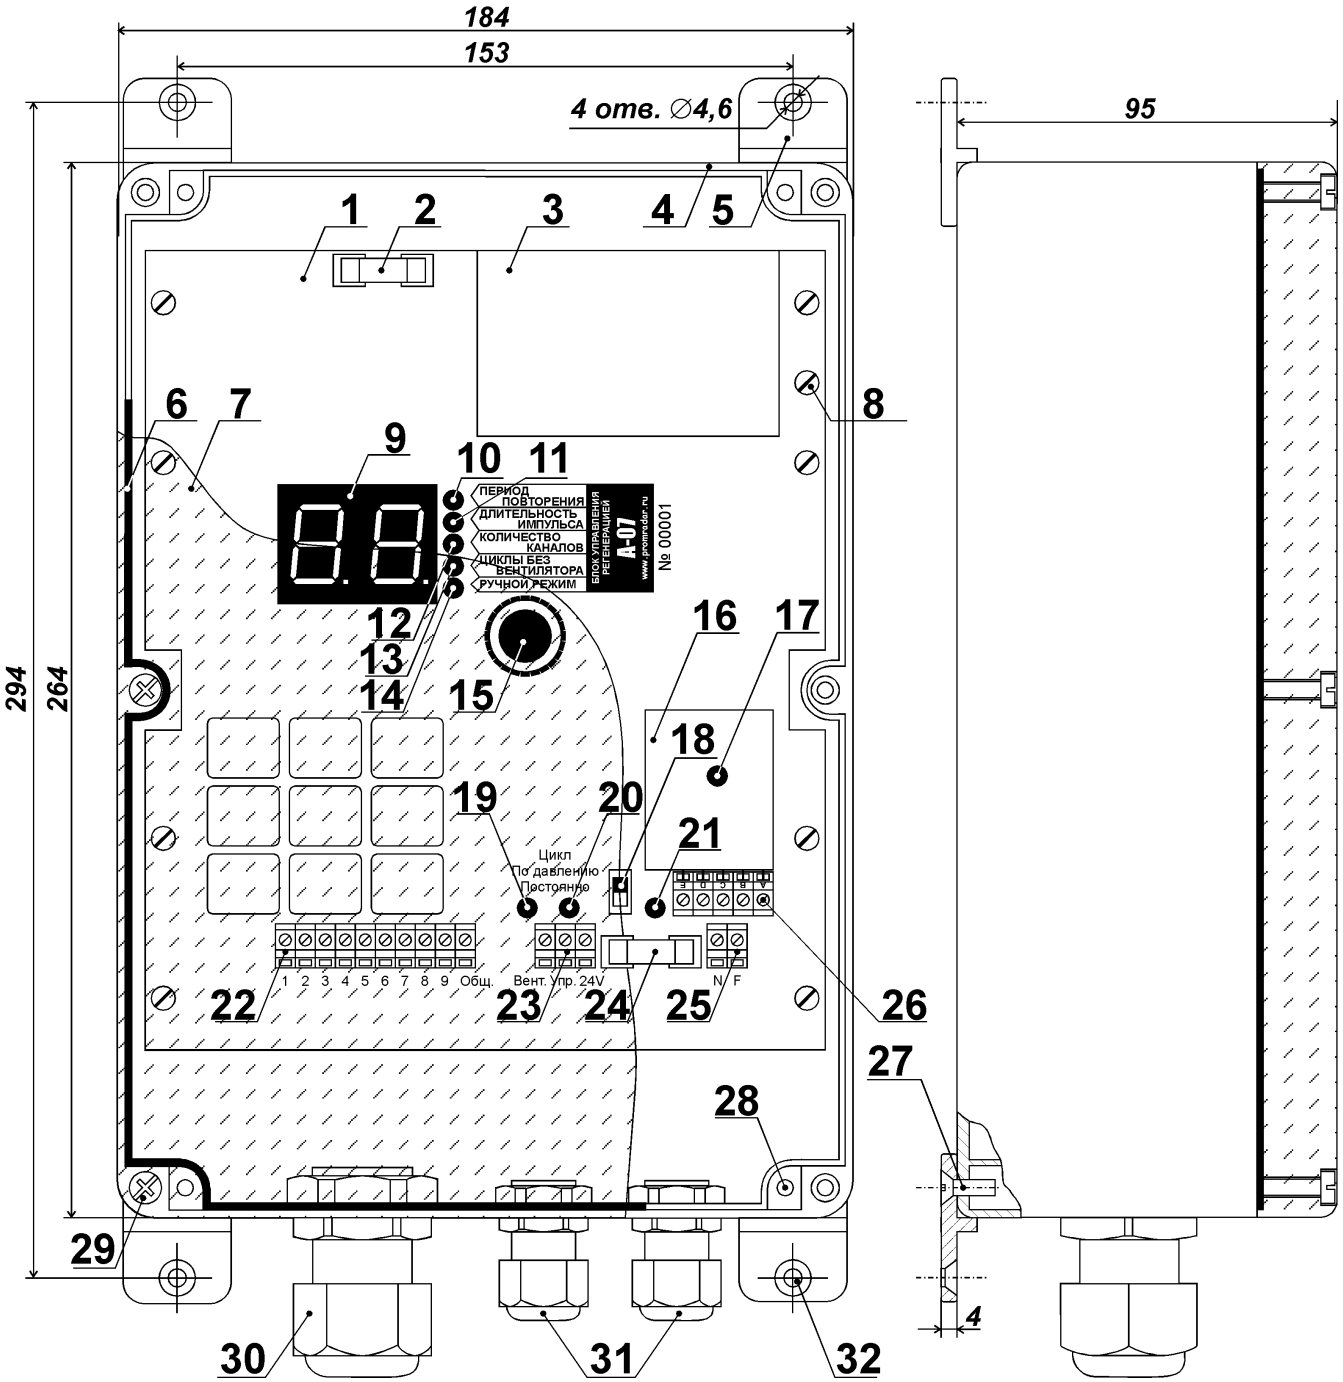
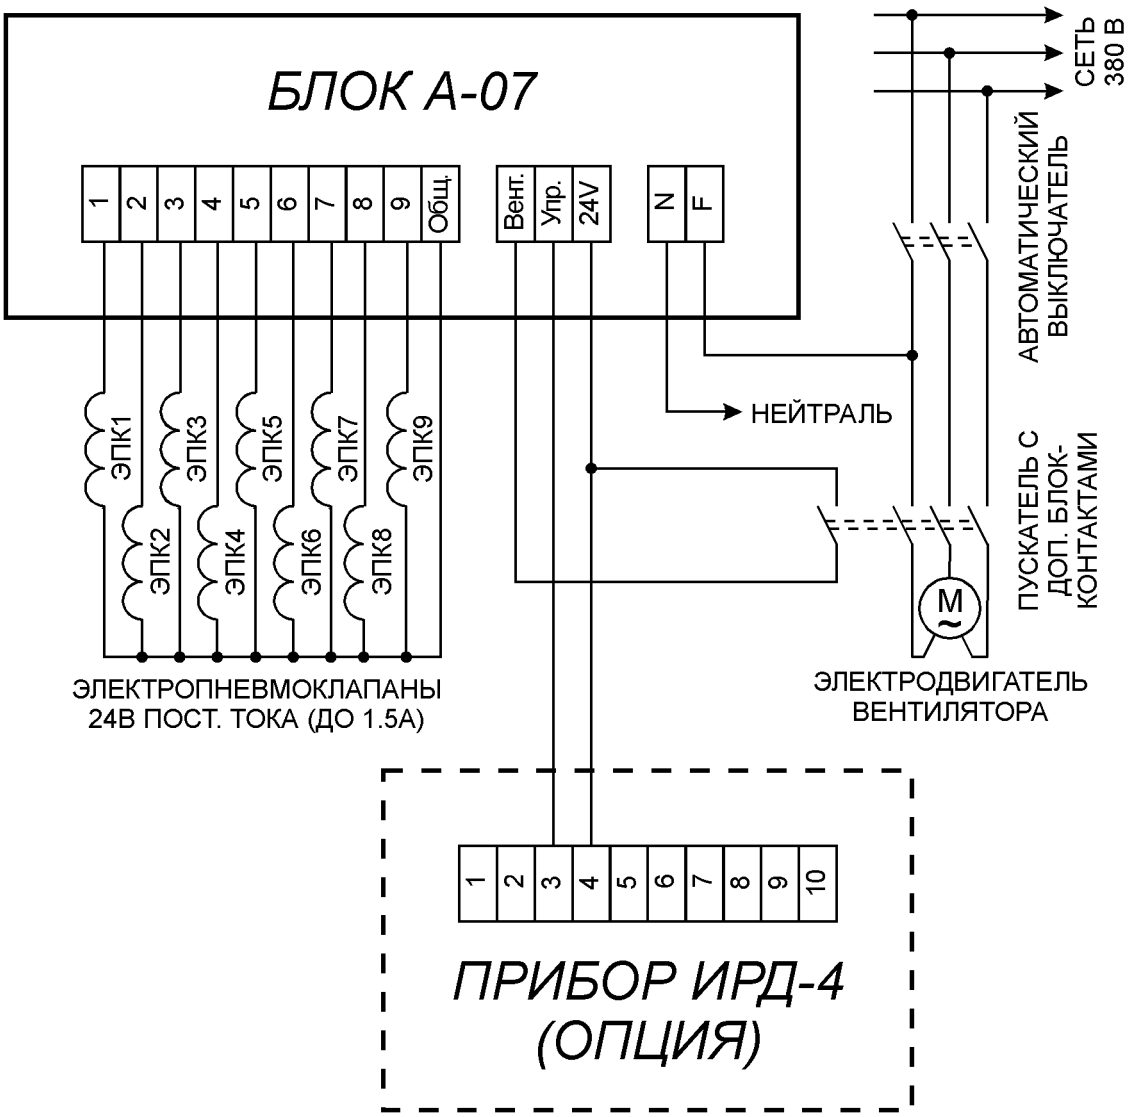

Рис. 1. Конструкция блока А-07.
Рис. 2. Схема подключение блока А-07.
Конструкция блока показана на рис. 1. Электрическая схема блока собрана на печатной плате [поз. 1], которая саморезами [поз. 8] закреплена в корпусе [поз. 4].
Четыре крепёжные пластины [поз. 5 на рис. 1] устанавливаются снаружи и притягиваются к корпусу блока специальными винтами [поз. 27 на рис. 1]. Винты вворачиваются в отверстия [поз. 28 на рис. 1] на пластиковом дне корпуса с помощью отвёртки. Момент затяжки винтов должен обеспечивать надёжную фиксацию крепёжных пластин и не допускать их разрушения.
6.2. Блок устанавливается на стену (колонну) и должен быть надежно закреплён. Монтаж блока ведется с помощью винтов М4 или саморезов диаметром до 4,5 мм, вставляемых в четыре крепёжные отверстия [поз. 32 на рис. 1].
6.4. Схема подключения блока приведена на рис. 2. Управляющие провода ЭПК подключаются клеммам «1» - «9» (при количестве каналов – 9) клеммного ряда [поз. 22 на рис. 1]. Если число рукавов или картриджей воздушного фильтра меньше 9, то для подключения ЭПК необходимо использовать соответствующее количество клемм блока, начиная с клеммы «1».
6.5. Общий провод ЭПК подключается к клемме «Общ.» клеммного ряда [поз. 22 на рис. 1].
6.6. Клеммы «Вент.» и «24В» клеммного ряда [поз. 23 на рис. 1] подключаются к вспомогательным блок-контактам пусковой аппаратуры вентилятора. При работающем вентиляторе эти блок-контакты должны замыкаться между собой.
6.7. При наличии внешнего прибора ИРД-4, контролирующего уровень запылённости фильтра, клемма «24В» клеммного ряда [поз. 23 на рис. 1] должна также подключаться к клемме № 4 прибора ИРД-4, а клемма «Упр.» – к его клемме № 3.
7.1. После подачи сетевого напряжения блок ожидает включения вентилятора, отображая «0» на цифровом табло [поз. 9 на рис. 1].
7.2. После включения вентилятора, если переключатель «Режим» [поз. 18 на рис. 1] находится в положении «По давлению», ожидание продолжается до получения от прибора ИРД-4 разрешения на начало регенерации. После его получения, а также при другом положении переключателя «Режим» включается светодиод [поз. 20 на рис. 1] и блок начинает формирование управляющих импульсов со следующими (заводскими) установками:
В процессе работы, когда индикаторы [поз. 10 - 14 на рис. 1] не горят, на цифровом табло [поз. 9 на рис. 1] отображается номер канала (выходной клеммы блока), в который будет выдан очередной импульс управления ЭПК.
7.3. Для изменения установленных параметров следует нажать на энкодер [поз. 15 на рис. 1]. При каждом нажатии последовательно включается один из светодиодов [поз. 10 - 14 на рис. 1], указывая на то, какой из параметров может быть изменён. Текущее значение параметра отображается на цифровом табло [поз. 9 на рис. 1]. Увеличение введённого значения осуществляется поворотом энкодера по часовой стрелке, а уменьшение - против. Ввод в память блока изменённых параметров происходит при очередном нажатии на энкодер, либо при отсутствии каких-либо воздействий на него в течение 5 секунд (кроме работы в «Ручном режиме»).
7.4. При первом нажатии на энкодер загорается индикатор «Период повторения» [поз. 10 на рис. 1] и цифровое табло отображает текущий период повторения управляющих импульсов (в секундах). При вращении энкодера значение на табло меняется от 2 до 99 сек. с шагом в 1 сек.
При следующем нажатии на энкодер загорается индикатор «Длительность импульса» [поз. 11 на рис. 1] и табло показывает текущую продолжительность управляющих импульсов (в сотых долях секунды). При вращении энкодера значение на табло меняется от 3 до 99 с шагом 1, что соответствует длительности импульса от 0,03 до 0,99 сек. с шагом в 0,01 сек.
При очередном нажатии на энкодер загорается индикатор «Количество каналов» [поз. 12 на рис. 1] и на табло выводится число управляемых ЭПК. При вращении энкодера значение меняется от 1 до 9 с шагом 1. На тех клеммах блока, номера которых больше установленного значения, управляющие импульсы формироваться не будут. Введённые изменения вступают в силу только после завершения текущего цикла регенерации.
После ввода количества каналов нажатие на энкодер включает индикатор «Циклы без вентилятора» [поз. 13 на рис. 1]. При вращении энкодера значение на табло меняется от 1 до 9 с шагом 1. После получения сигнала об остановке вентилятора блок закончит текущий цикл, а затем выдаст управляющие импульсы на каждый подключённый ЭПК заданное количество раз.
Следующее нажатие на энкодер включает светодиод «Ручной режим» [поз. 14 на рис. 1]. В этом режиме управляющие импульсы выдаются только на один ЭПК, номер которого выводится на цифровое табло. Этот режим работы предусмотрен для диагностики неисправностей в катушках ЭПК. Выход из режима производится нажатием на энкодер.
При срабатывании светодиода [поз. 17 на рис. 1] светодиод [поз. 21 на рис. 1] не загорается.
Перегорает предохранитель [поз. 24 на рис. 1]